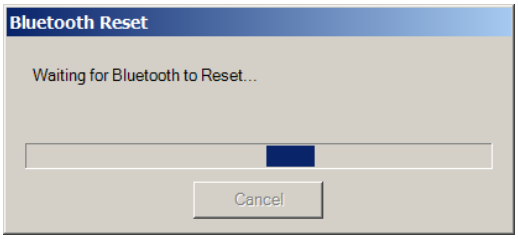

Figure 4-37 Bluetooth Reset Status Screen
3. Select "OK". TapTalk will send the "reset" command to the control and display a "Waiting for Bluetooth to Reset" status screen (Figure 4-37).